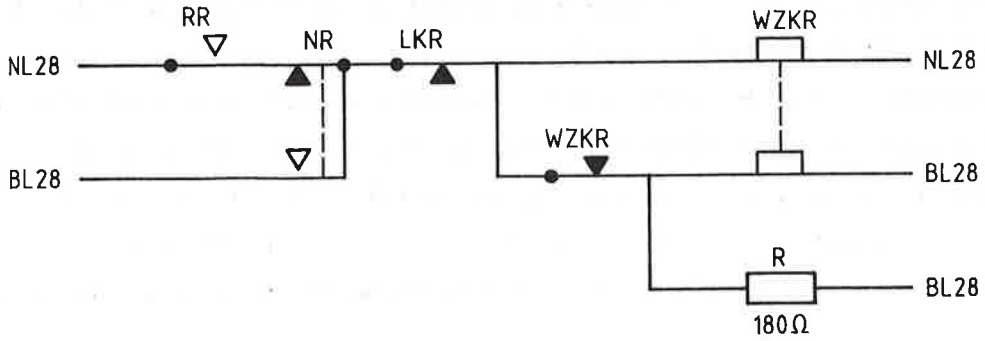

afb. 103
7.2.1 Het WZKR-circuit (afb. 103)